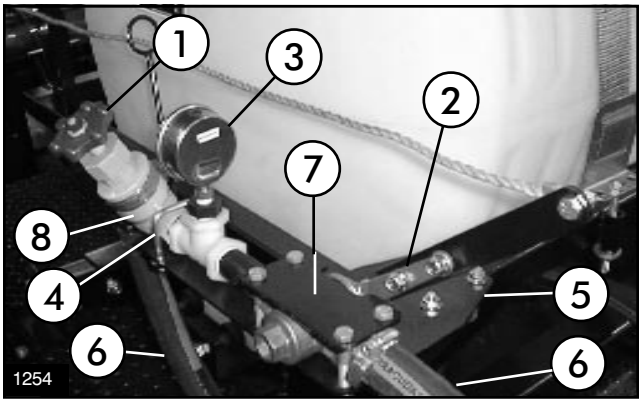
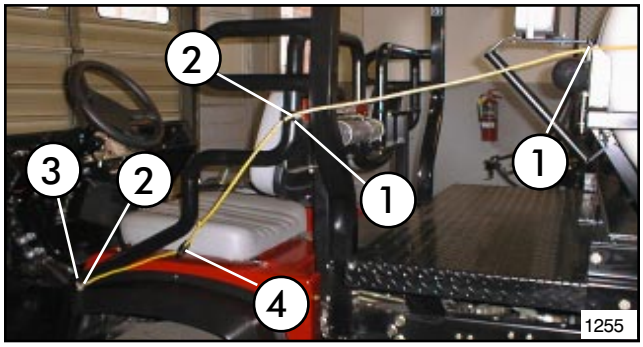

FIG. 8
FIG. 9
2. Apply thread sealer and install the 3/4” x 90° elbow and 3/4” x 1” hose barb into the inlet port of the Pressure Adjust Valve. See FIG 8.
5. Attach Valve Plate Top to Valve Plate over Ratchet Valve, as shown in FIG. 8, using (4) 5/16” x 2-1/2” cap screws and flange nuts.
6. Hook (1) U-Bolt over outlet port of Pressure Adjust Valve and through Valve Bracket. Secure using (2) 5/16” flange nuts. See FIG. 8.
7. Attach other end of the 1” x 44” Hose, (attached to Cross earlier) to the i90° Elbow at nlet port of the Pressure Adjust Valve. Secure with (1) 1” hose clamp.
8. Secure a 1” x 44” Hose to Hose Barb in Ratchet Valve using (1) 1” hose clamp. Route along Saddle frame toward rear of vehicle.
9. Attach handle to Ratchet Valve using (2) 5/16” x 3/4” cap screws and flange nuts.
11. Route Pull Rope along L.H. side of operator for ease of actuating Ratchet Valve. Provided are (2) Ring Guides, (2) R-Clamps, (1) Ring Terminal, (1) Pull Rope Handle, (2) 5/16” x 3/4” cap screws and flange nuts. Use as needed to route Pull Rope. See FIG. 9 below and page 18, Items No. 19-23 for Illustration of Pull Rope Assembly.